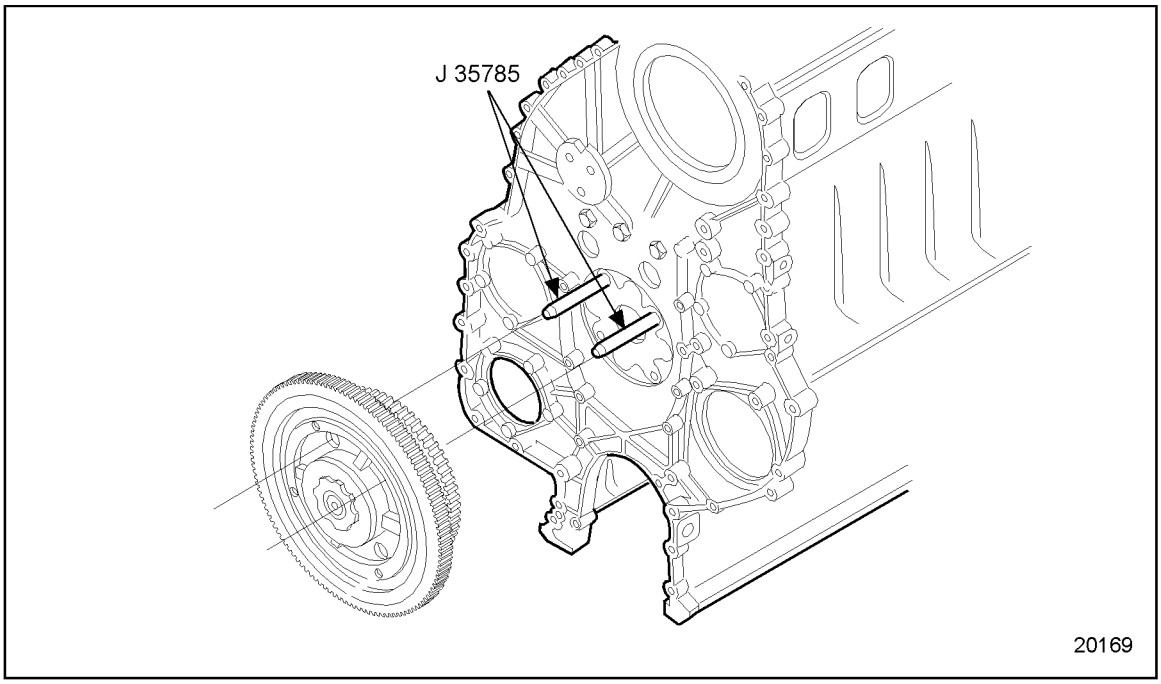

Figure 1-434 Bull Gear Guide Stud Installation
2. Install two Bull Gear Guide Studs, J 35785, to the cylinder block. See Figure 1-434.